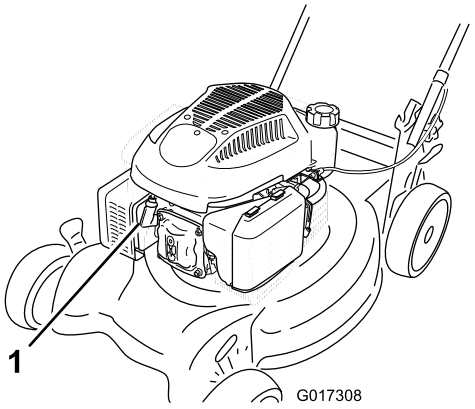

Figura 23
2. Desconecte el cable de la bujía (Figura 23) antes de realizar cualquier procedimiento de mantenimiento.